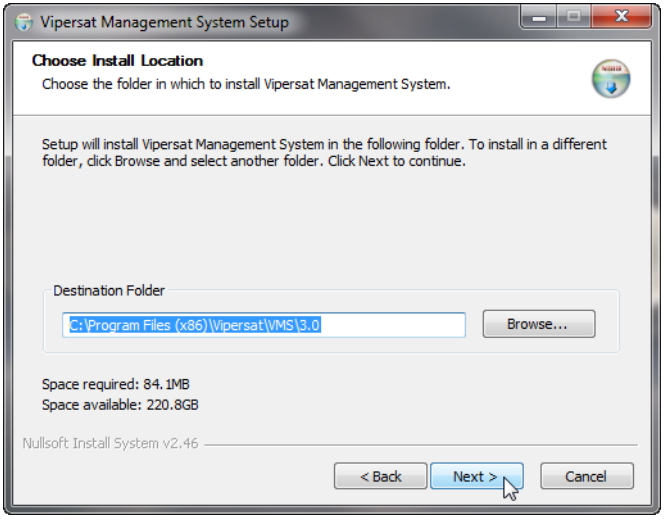

Figure 2-20 Choose Install Location dialog
13. In the **Choose Install Location** dialog shown in figure 2-20, it is recommended that the default file location be used. Click the **Next** button to continue.